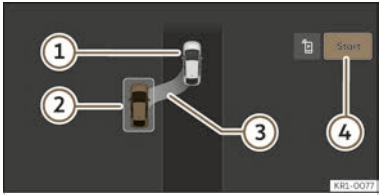
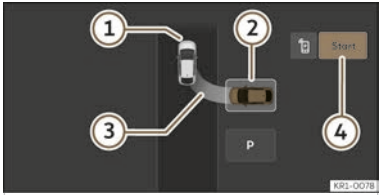

Fig. 155 On the infotainment system display: parallel parking position.
Fig. 156 On the infotainment system display: parking bay parking position.
››› Fig. 155, ››› Fig. 156
④ Start parking manoeuvre
- Look at the display on the infotainment system's screen to see if the space has been detected as “appropriate” and if the correct position for parking has been reached ››› Fig. 155, ››› Fig. 156. Stop the vehicle and follow the instructions shown on the infotainment screen.
- Stop the vehicle, press the brake and, after a short pause, press the **Start** ④ button in the infotainment system.